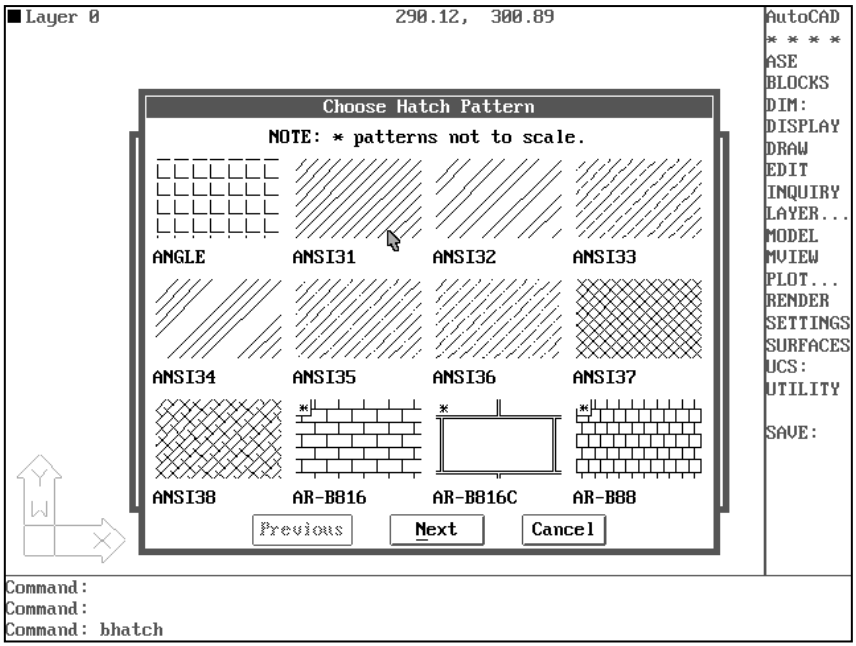

Fig. 6.3c. Specificarea modelului de haşură
Modelele de haşură indică, într-un desen, diverse tipuri de materiale. AutoCAD-ul dispune de o bibliotecă standard de haşuri, ce include 53 de modele definite în fişierul ”**acad.pat**”, câteva dintre acestea fiind prezentate în fig. 6.3c. În
– pentru utilizarea unui model de haşură predefinit se va răspunde cu numele acestuia (vezi fig. 6.3c), urmat apoi de un factor de scalare şi unghiul de rotaţie dorit;